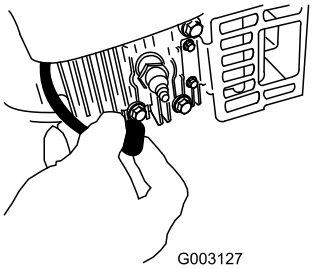

Figur 31
2. Kobl tændrørskablet fra tændrøret (Figur 31), før du udfører nogen form for vedligeholdelsesarbejde.